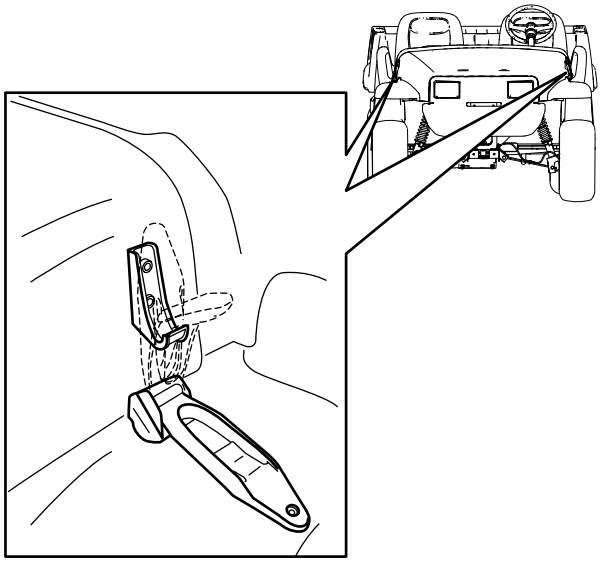

Figur 28
1. Lyft upp handtaget på gummispärrarna på vardera sidan av motorhuven (Figur 28).
2. Fäst motorhuven genom att rikta in gummispärrarna mot spärrankarna på vardera sidan av motorhuven (Figur 28).